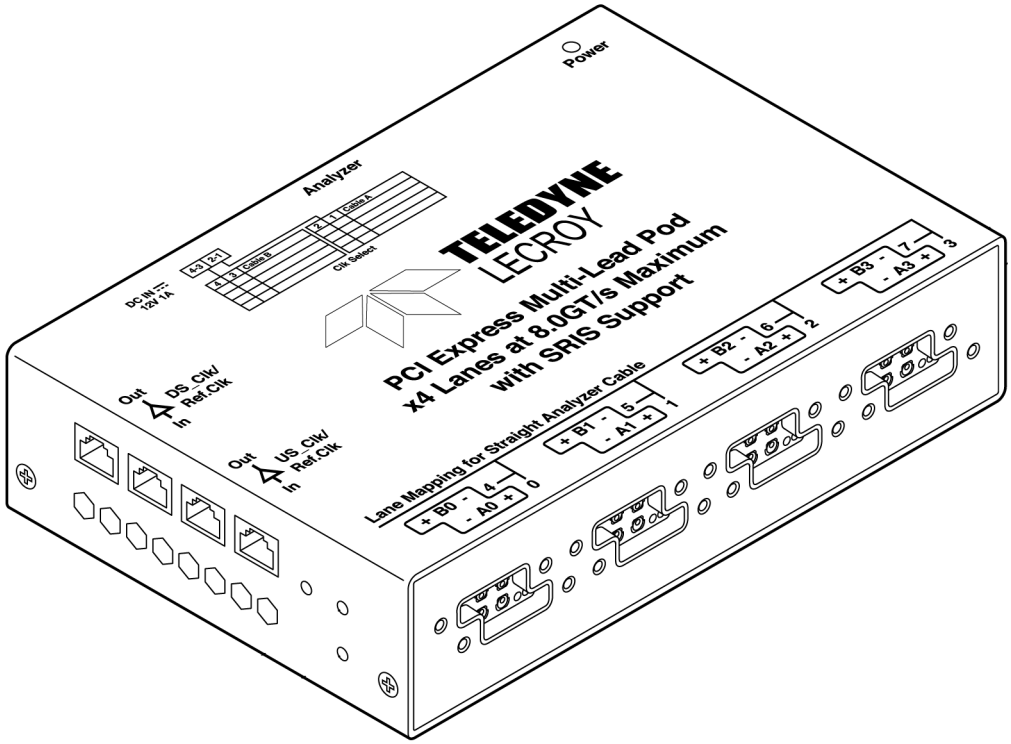

Figure 3.36: Gen3 Multi-lead Probe Pod
- ❑ Gen3 Multi-lead Probe Pod for x1 and x4 (see Figure 3.36).
(See Figure 3.36 on page 101).